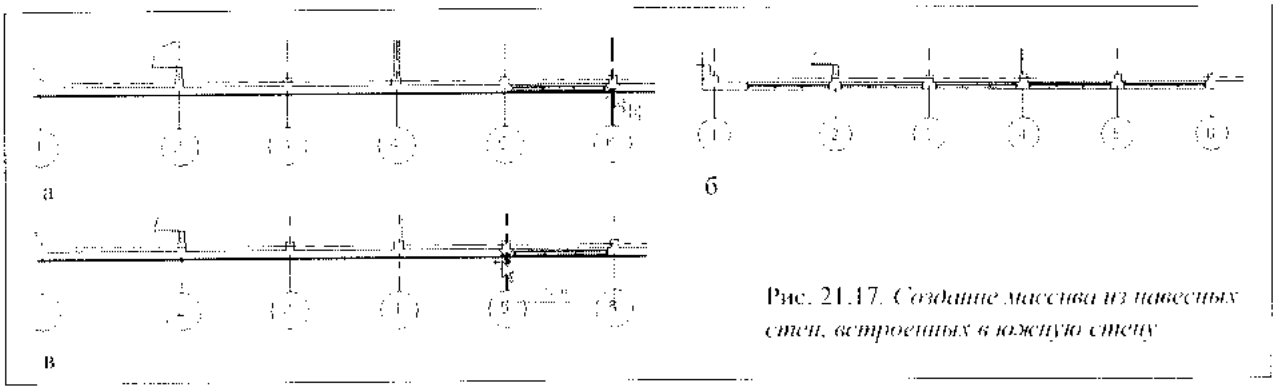

Рис. 21.17. *Создание массива из навесных стен, встроенных в южную стену*
6. Тиражировать навесную стену (рис. 21.17):